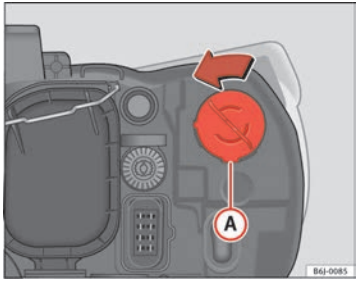

Fig. 133 Turn signal light
– Rotate the bulb holder ⇒ fig. 133 (A) to the left and pull.